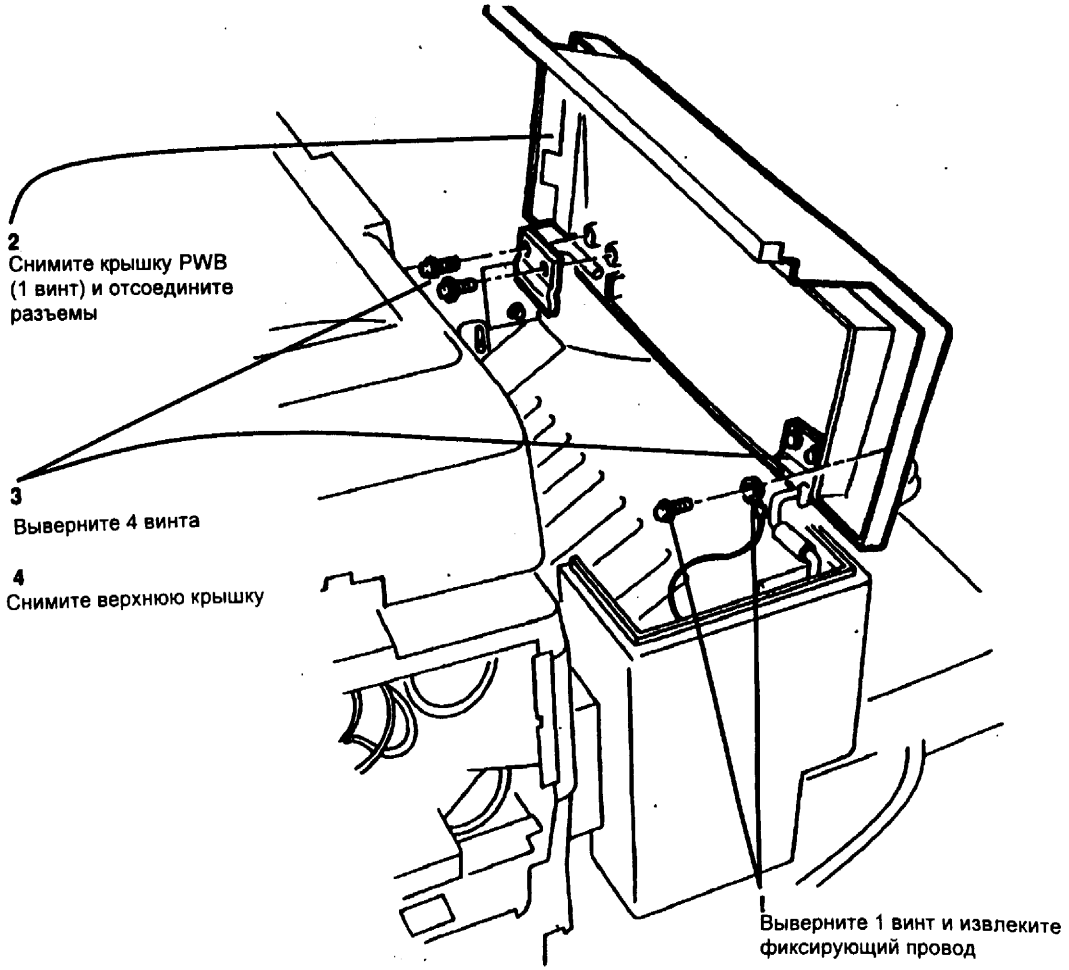

Рис. 1 Снятие верхней крышки
2. (Обратитесь к рис. 1) Убедитесь, что фиксирующий провод установлен.